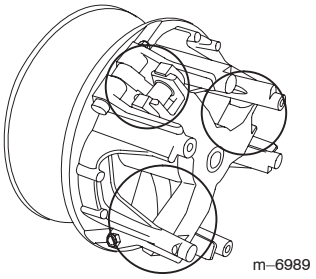

Figur 39
5. Smør de bevægelige dele i de områder, der er tegnet cirkler om i figur 39, ved hjælp af Toros tørre smøringsspray, som fås hos en autoriseret Toro-forhandler.